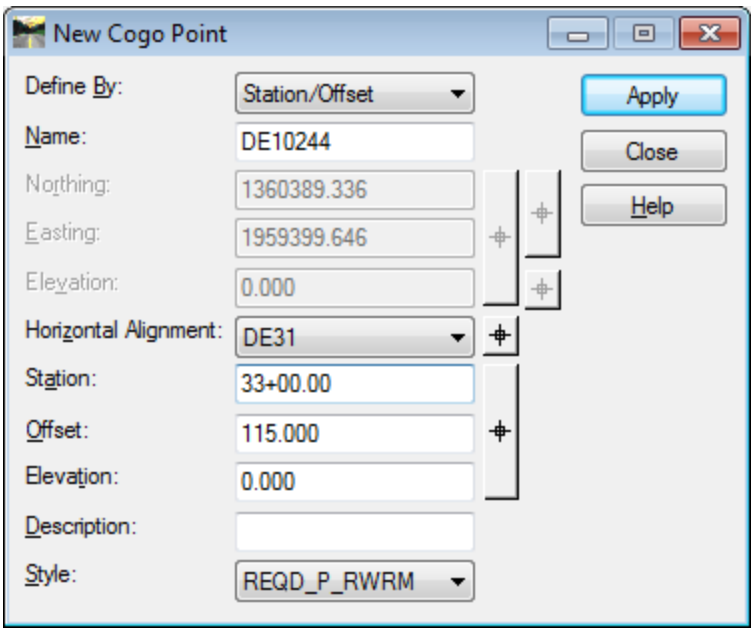
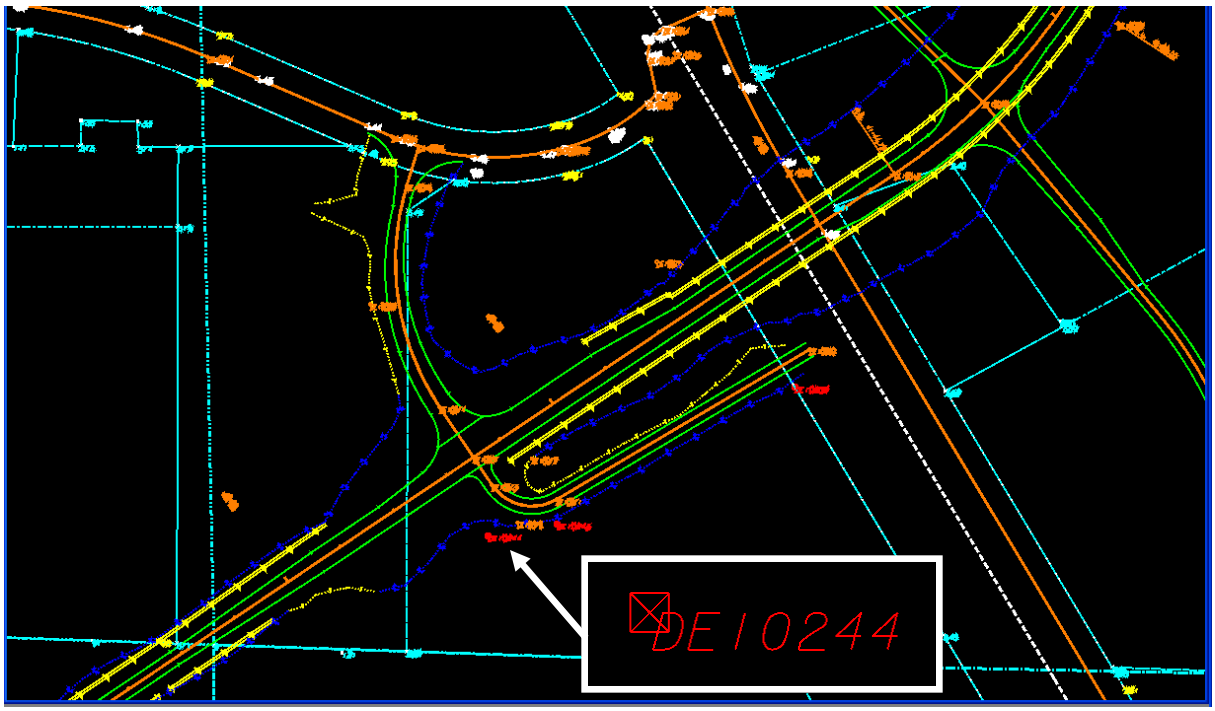

Figure L12-21 New Cogo Point
Figure L12-22 MicroStation View
26.	**Store a Cogo Point at Station 33+00 on Alignment DE31 Offset 115' Right.** • In the **New Cogo Point** dialog, match the entries as shown in *Figure L12-21*. • Click **Apply** and **Close** the **New Cogo Point** dialog. • If a **Results** window appears – click **Close** to exit the **Results** window. • Ensure Point **DE10244** was stored and drawn in MicroStation as shown in *Figure L12-22*.